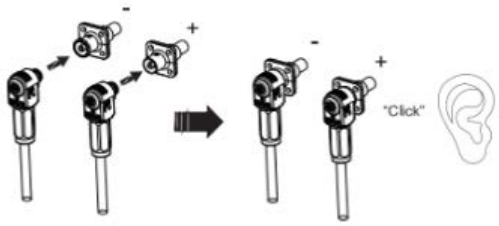

Fig. 9 – Connecting Quick Connect Cables to the Battery
8. Properly align the orange power cable with the orange "+" connector on the battery, press the button on the side of the connector in and carefully connect the cables to the battery until you hear an audible "click". Repeat this for the black power cable and the black "-" connector on battery. See Fig. 9.